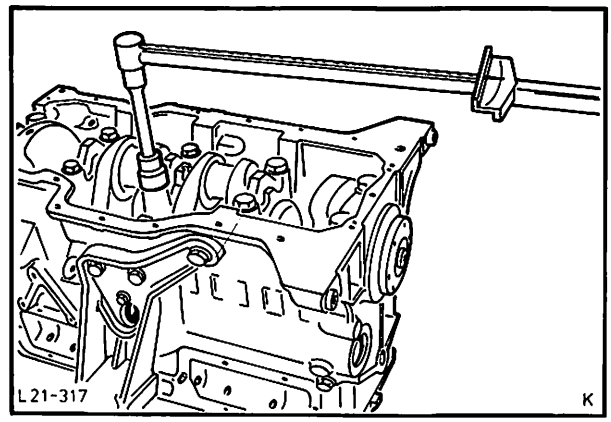

Abb. 62 Schrauben – Lagerdeckel mit vorgeschriebenem Drehmoment festziehen
33. Schrauben der Lagerdeckel gleichmäßig mit vorgeschriebenem Drehmoment festziehen, Abb. 62.